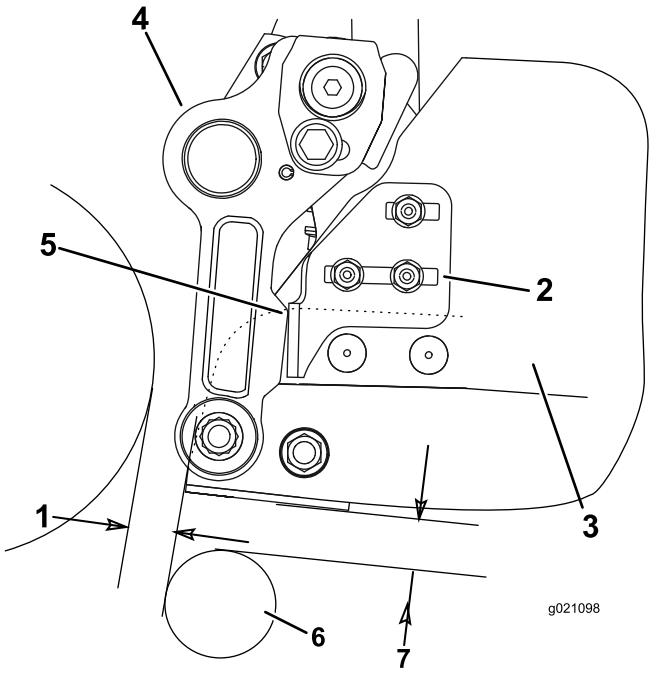

Figura 10
- En cada lado del recogedor, afloje las tuercas de los pernos de cuello cuadrado que fijan los soportes de tope del recogedor al recogedor (Figura 10).
- Coloque el recogedor paralelo a la unidad de corte con un espacio mínimo de 6 mm entre el borde del recogedor y el molinete (Figura 10).